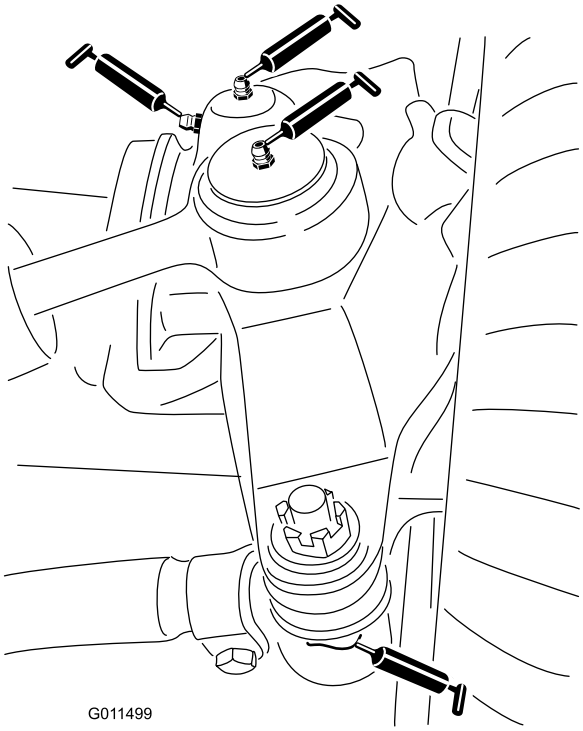

Figuur 38
- Kogelverbindingen van stuurcilinder (2) (Figuur 38)
- Kogelverbindingen van spoorstang (2) (Figuur 38)
- Lagerbussen van koppelpen (2) (Figuur 38).